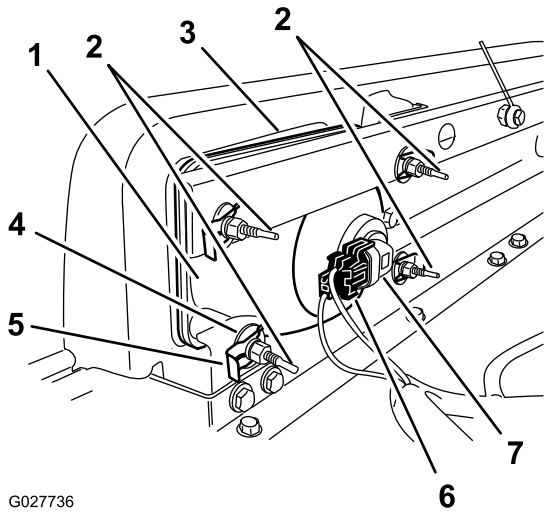

Figur 59
3. Frakobl det elektriske stik til ledningsnettet fra stikket på lampesamlingen (Figur 59).
4. Afmonter klemmer og spændeskiver, der fastgør forlygten til forlygtebeslaget (Figur 59).
5. Fjern forlygteenheden ved at føre den fremad og ud gennem åbningen i forkofangeren (Figur 59).
6. Monter den nye forlygte gennem åbningen i kofangeren (Figur 59).
8. Tilslut det elektriske stik til ledningsnettet til stikket på lampesamlingen (Figur 59).
2. Drej justeringsskruer (Figur 59) bag på forlygteenheden for at dreje forlygteenheden og rette positionen af lygtens lysstråle ind.